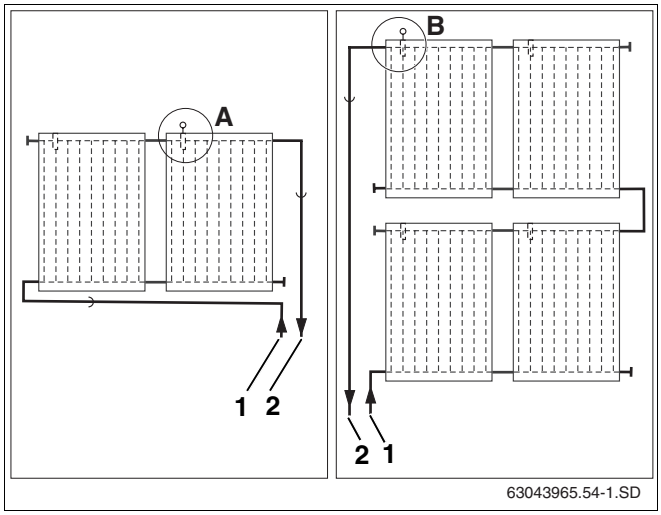

Abb. 50 Einbauort Kollektorfühler (schematische Darstellung)
Beachten Sie den Einbauort bei ein- bzw. zweireihigen Kollektorsystemen (Abb. 50).
Der Kollektorfühler muss im Kollektor mit der angeschlossenen Vorlaufleitung (Abb. 50, **Pos. 2**) montiert werden.
– Einbauort (Abb. 50, **Pos. A**) bei einreihigen Kollektorsystemen mit Vorlaufleitung rechts.
– Einbauort (Abb. 50, **Pos. B**) bei zweireihigen Kollektorsystemen mit Vorlaufleitung links.